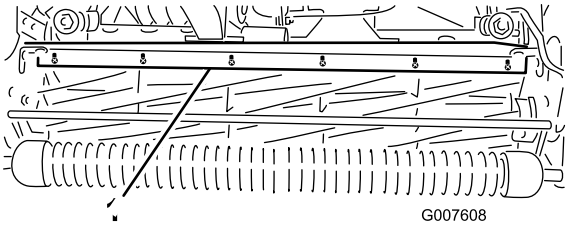

**Figura 56**
1. Desaperte os parafusos que fixam a barra superior (Figura 56) à unidade de corte.